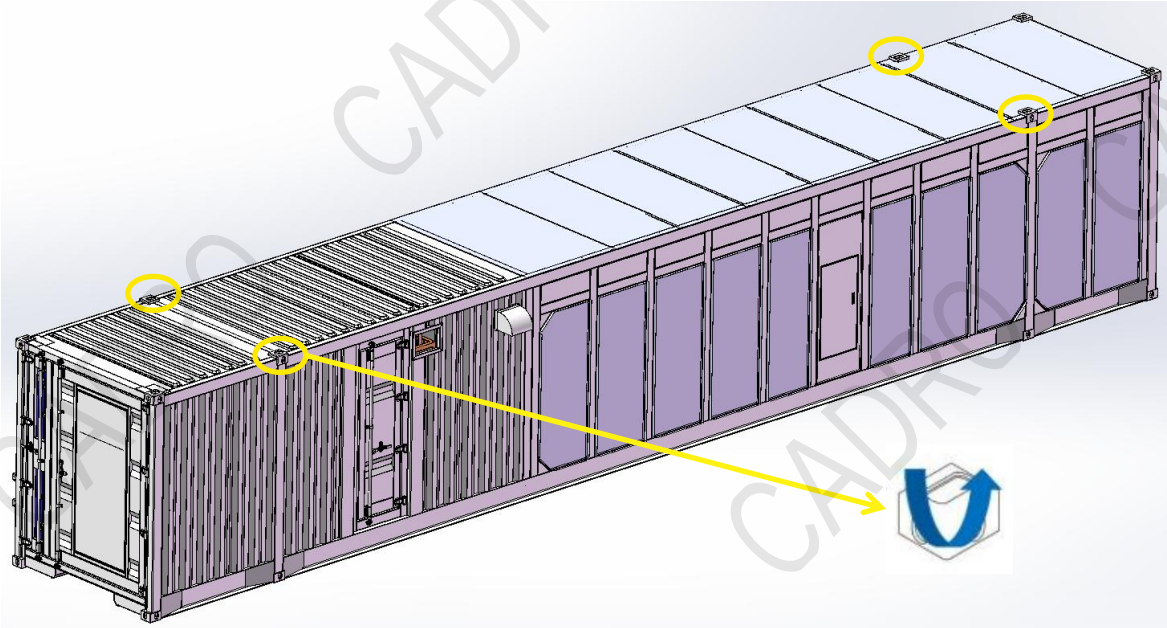

Figure 5-5 Lifting lug diagram
2) Thread the sling through the four corner fittings below the unit, as shown in Figure 5-5.